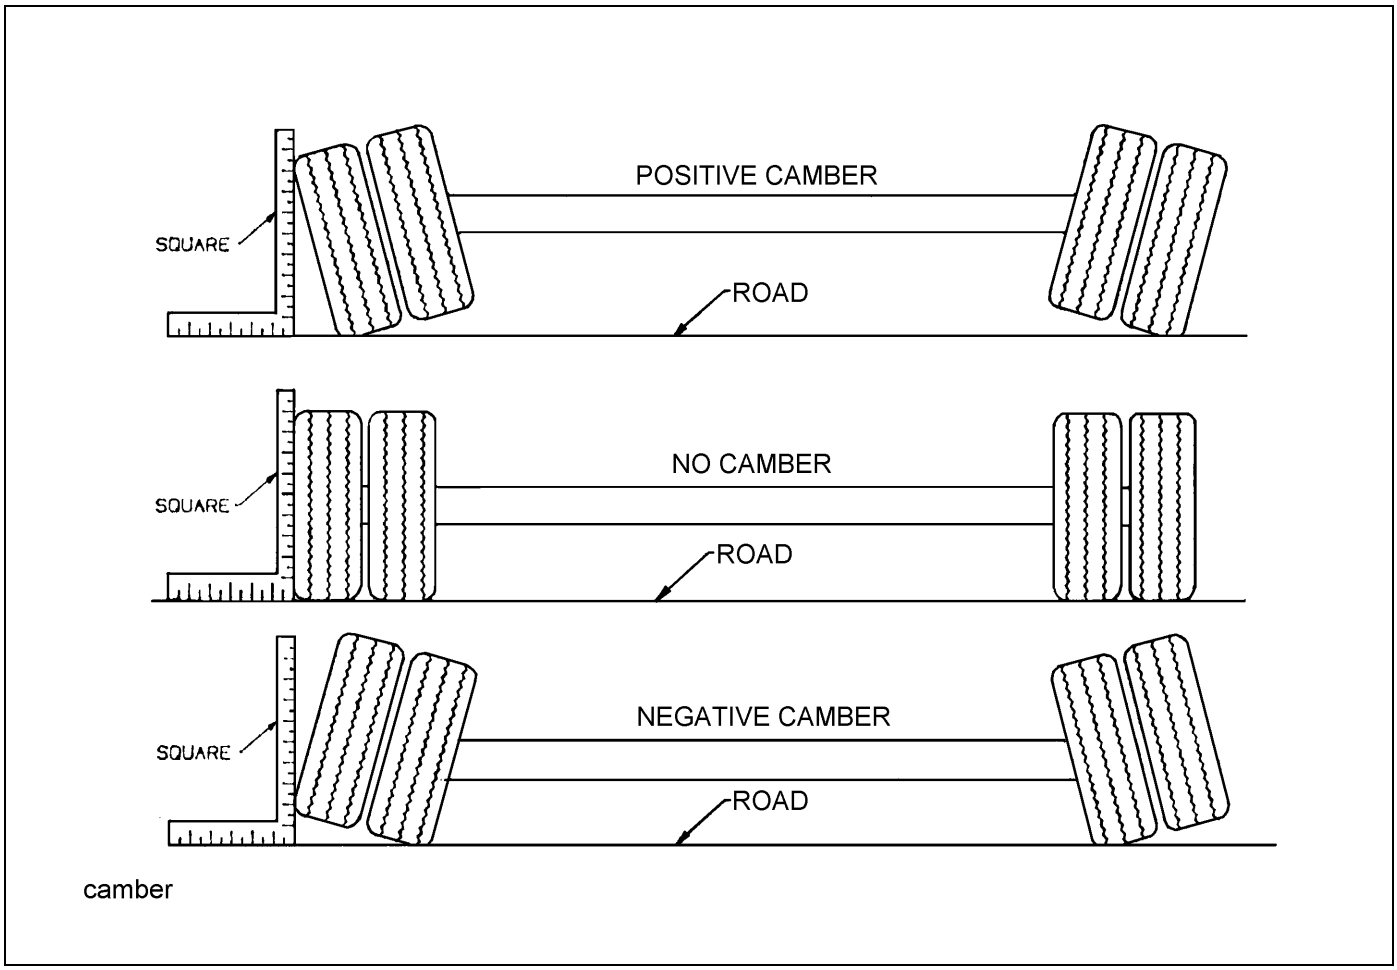

Figure 4-10: Examples of Camber
4. Follow the same procedures as in **steps 2 and 3,** except place the axle gauge above and below the axle. If gauge point gap is found, the axle has positive or negative camber. The trailer axle has no camber from the factory. If it is found to have positive or negative camber, axle replacement is necessary **(See Figure 4-10** for examples of camber).